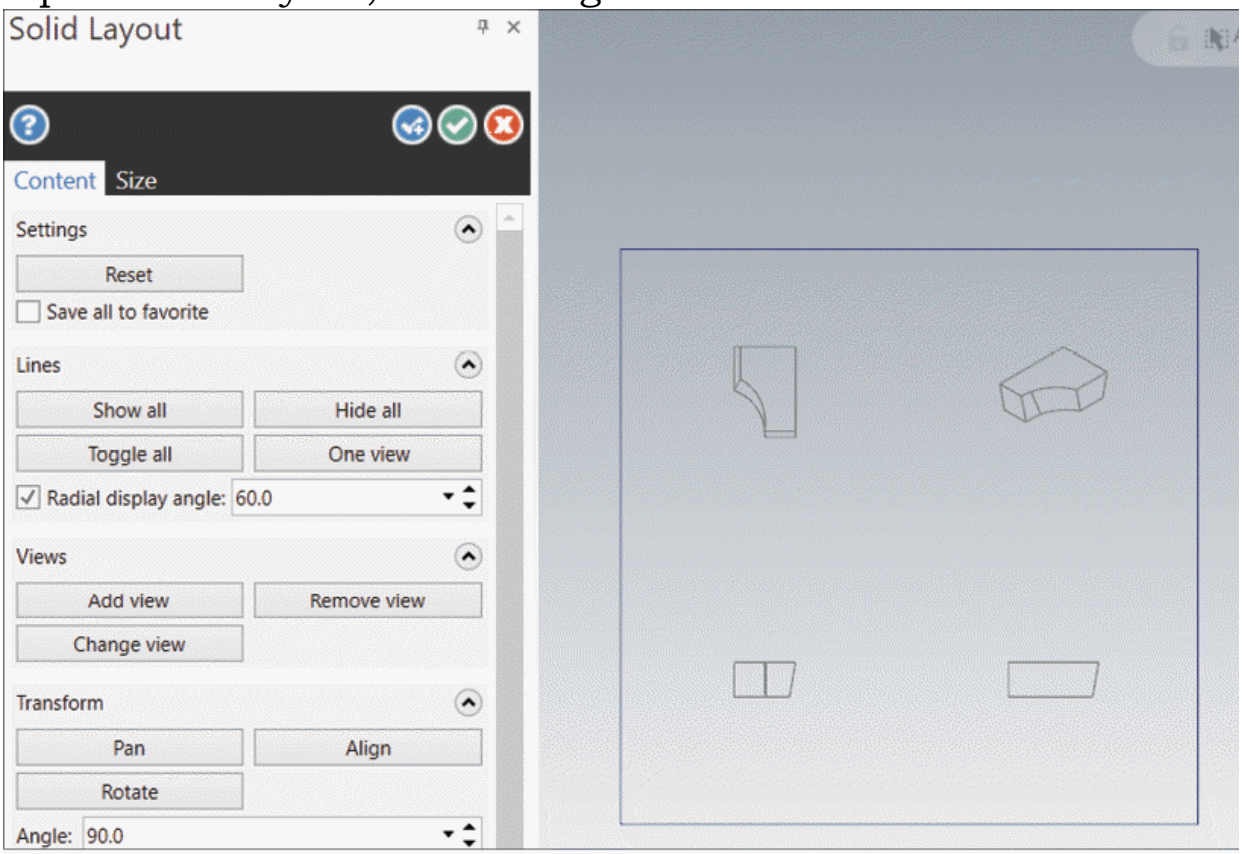

Figure-80. Solid Layout Manager with preview of layout
- Click on the **OK** button from the dialog box to generate the layout. The **Solid Layout Manager** will be displayed with preview of layout; refer to Figure-80.